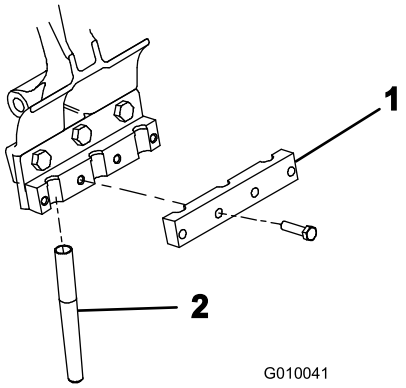

Figur 24
4. Montera en luftarpinnsbygel löst på varje luftarpinnshållare med fyra bultar (3/8 x 1–1/2 tum) (Figur 24). Dra inte åt bultarna.